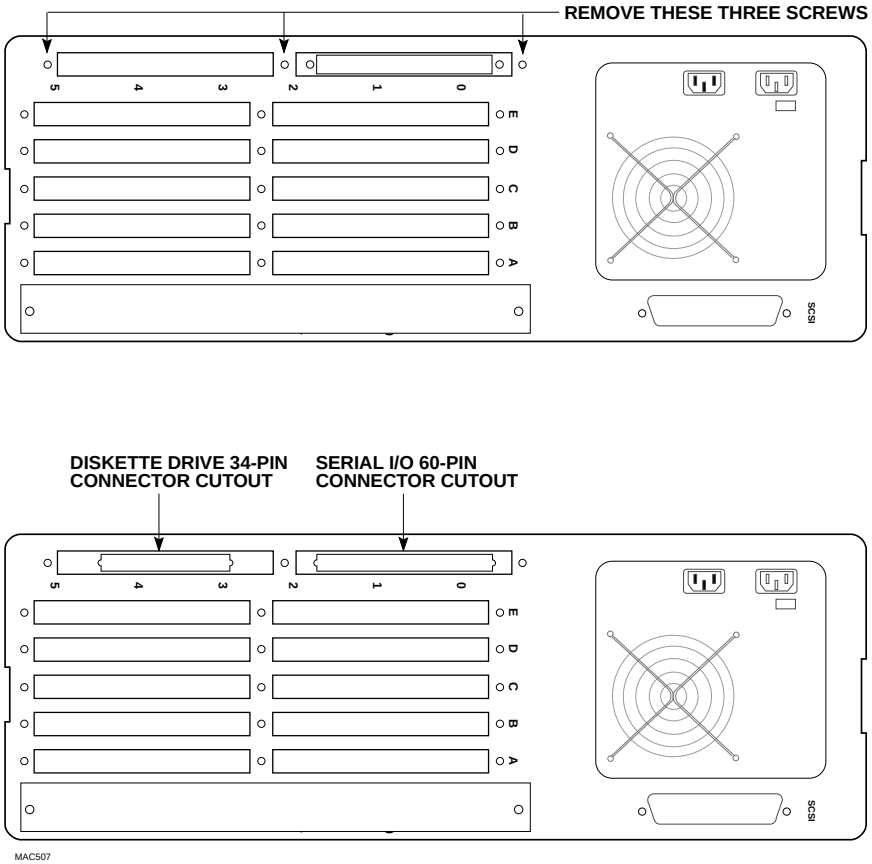

Figure 9
1. The AM-3001 and the AM-3000M both come with a standard 60-pin rear panel I/O bracket that supports serial I/O expansion in the AM-3001 subsystem. The bracket, which contains a keyed 60-pin connector, is held in place with three screws as shown in Figure 9.
3. Position the new bracket as shown in the lower illustration in Figure 9. Make sure the diskette drive and serial I/O connector cutouts are oriented as shown in the illustration. Install the three screws that secure the bracket to the rear panel.